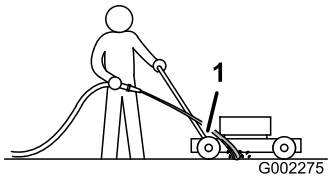

Bild 32
3. Halten Sie den Wasserschlauch auf Griffhöhe und richten Sie den Wasserstrahl unmittelbar vor dem **rechten** Hinterrad auf den Boden (Bild 32).